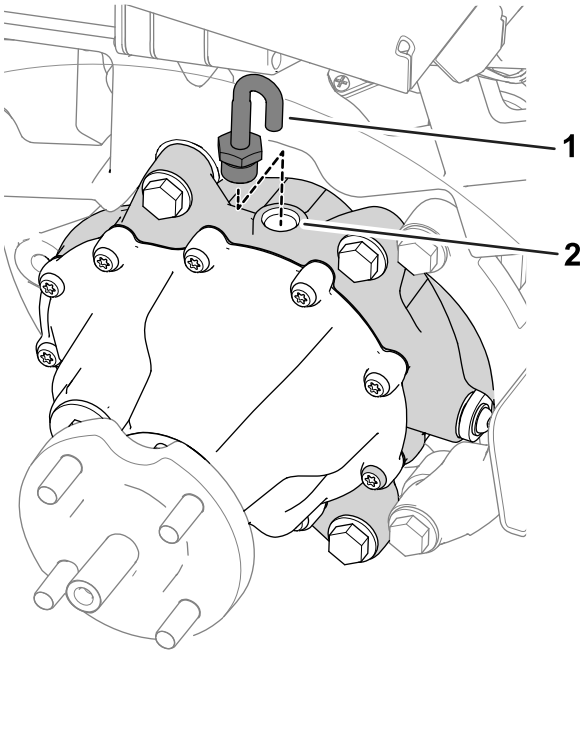

Figuur 62
7. Verwijder de ontluchtingsslang en fitting van de bovenkant van de tandwielkast (Figuur 62).
9. Monteer de ontluchtingsslang en fitting in de vulopening (Figuur 62).